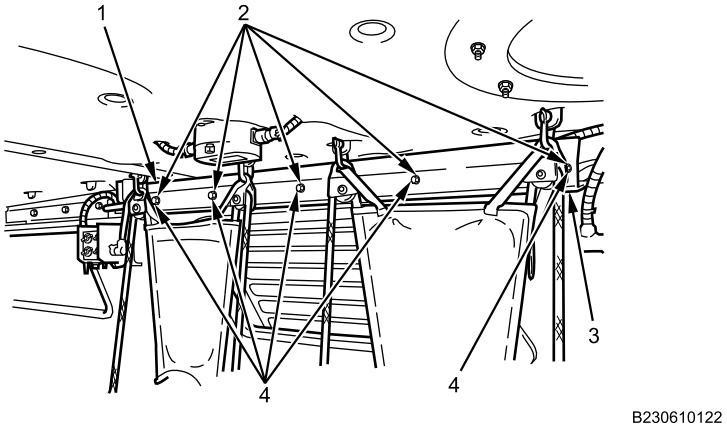

Figure 14. Right Center Cabin Molding.
6. Install right center cabin molding (Figure 14, Item 1) on center moulding channel (Figure 14, Item 3) with five flat washers (Figure 14, Item 1) and bolts (Figure 14, Item 4). Tighten bolts securely.